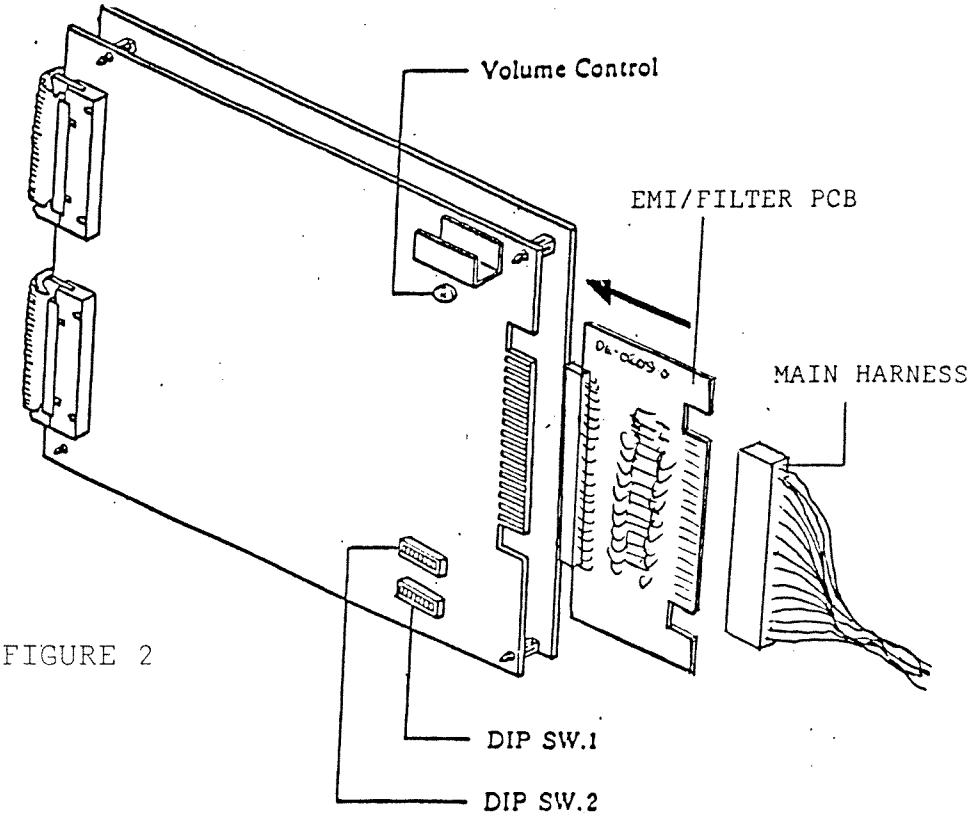

FIGURE 2
3. Plug the EMI Filter/Adaptor PCB into the EXPRESS RAIDER as shown in figure 2.